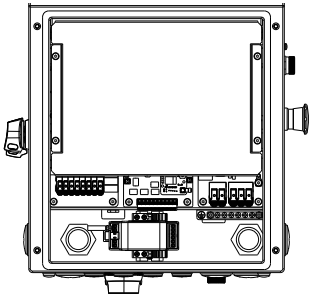

Figure 4.9 Connection Area of Inverter
a. Switch the Grid Supply Main Switch (AC) OFF.
Please see figure 4.9,there are four knockouts in the wiring box. The two knockouts on the left (bottom and side) are for the DC conduit entry. The two knockouts on the right (bottom and side) are for the AC conduit entry. All knockouts in the wiring box can accept trade size 1 inch (ID) conduit.
Please refer to figure 4.9, The acceptable wire size range is from 12 AWG to 10 AWG, copper conductors only; refer to local code for appropriate wire size.
Please see figure 4.9. Both DC and AC ground cable can be connect to ground terminal above DC switch. The acceptable wire size for ground is **12AWG to 4 AWG.** The torque setting is 26 in-lbs (3 Nm) .